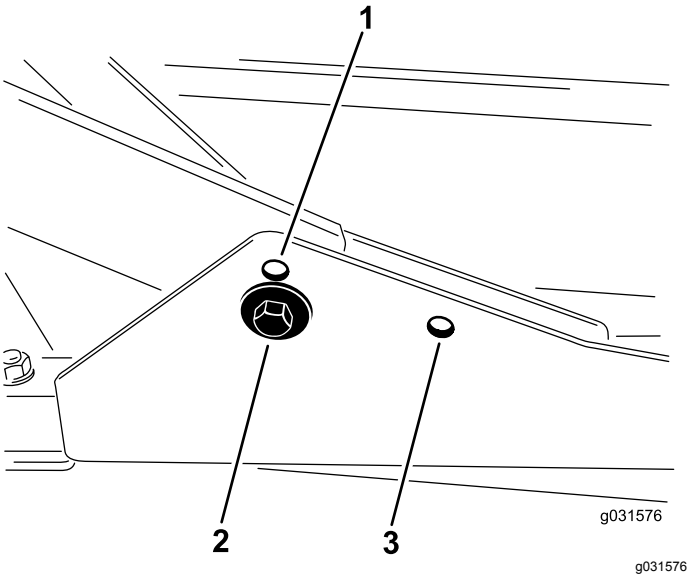

Figur 18
1. För klipphöjder inom området 2 till 7,6 cm bör de främre bärramarna monteras i de främre nedre monteringshålen (Figur 18).
2. För klipphöjder inom området 6,3 till 10 cm bör de främre bärramarna monteras i de främre övre monteringshålen (Figur 18).
Den bakre klippenheten bör monteras i de bakre monteringshålen för samtliga klipphöjder (Figur 18).